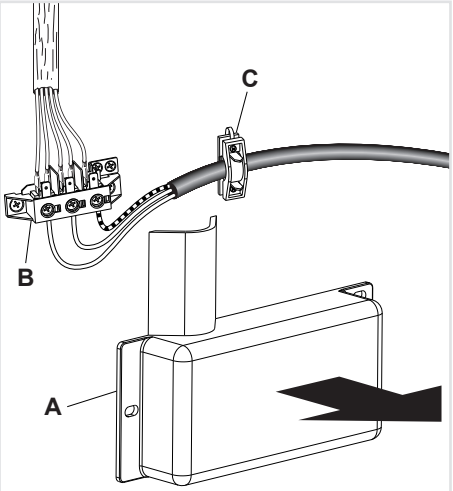

Fig. 8.1
- Remove the screws securing the cover "**A**" on the rear of the cooker (fig. 8.1).
- Feed the supply cable through the cable clamp "**C**" (fig. 8.1). The supply cable must be of a suitable size for the current requirements of the appliance; see the section "Feeder cable specifications".